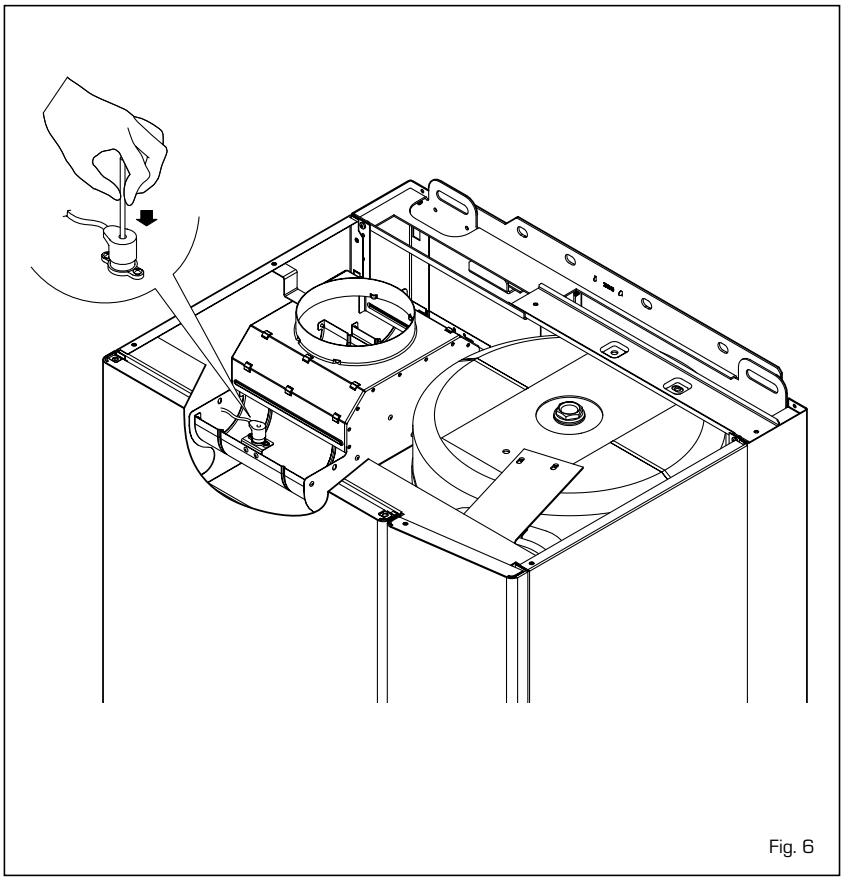

Fig. 6
– **Dispositif sécurité fumées vers. "2560C"** (fig. 6)